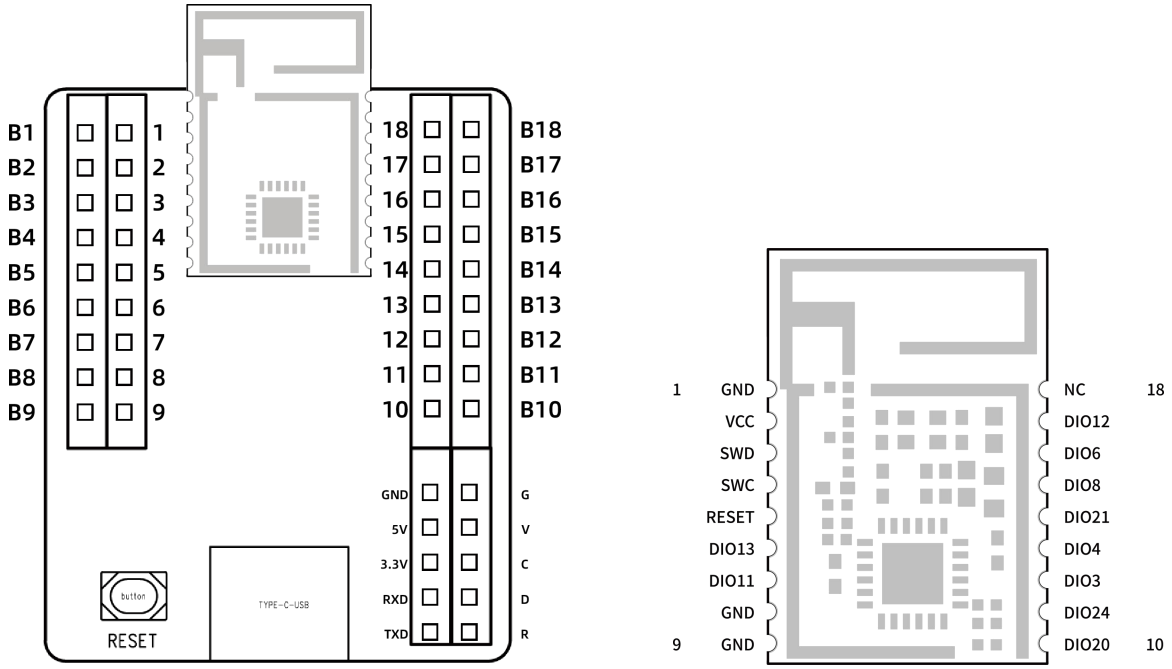

图 2.2.2 BT02 (左) 和 2340A2(I) (右) 引脚图
如图 2.2.2 是 BT02 和 2340A2(I) 引脚序号及定义图，表 7 为 BT02 和 2340A2(I) 之间的引脚对应关系，表格里的序号对应图 2.2.2 中的序号。